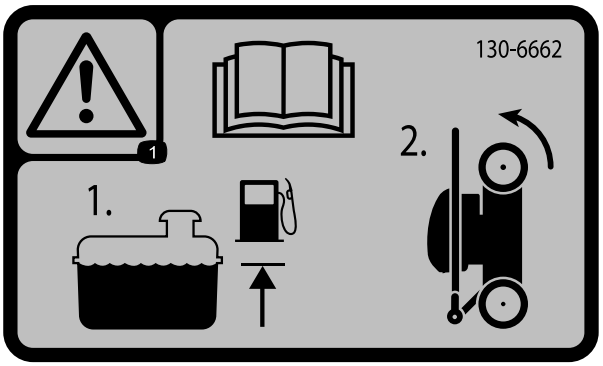

Figur 17
1. Sørg for, at benzinniveauet i brændstoftanken ikke er højere end det niveau, som motorproducenten anbefaler. Se motorproducentens mærkat på motoren (Figur 17).